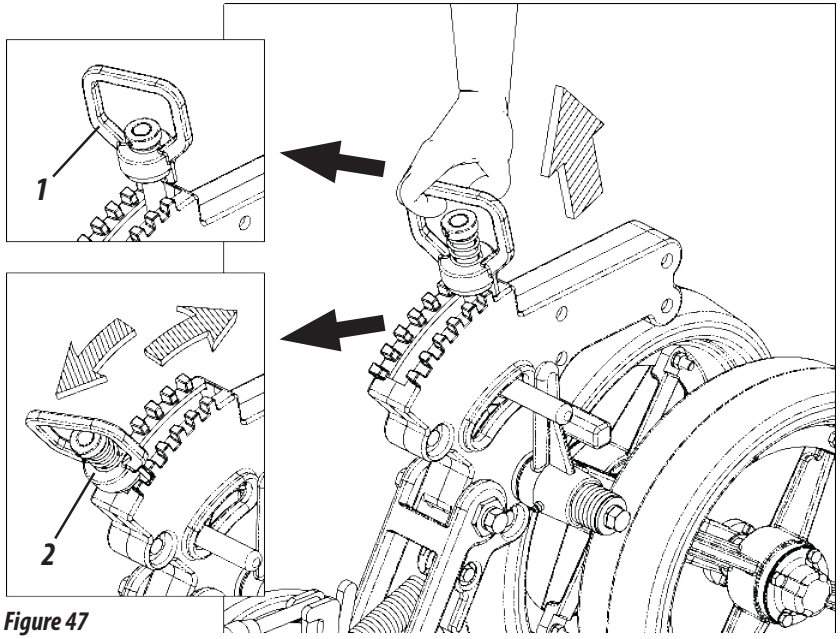

Figure 47
OSCILLATING WHEEL DEPTH ADJUSTMENT (FIGURE 47)
1- Pull the handle (1) up, and move the adjuster (2) until the desired point to adjust the depth wheel (3), after lower the handle (1) latching the adjuster (2), **as shown in figure 47.**